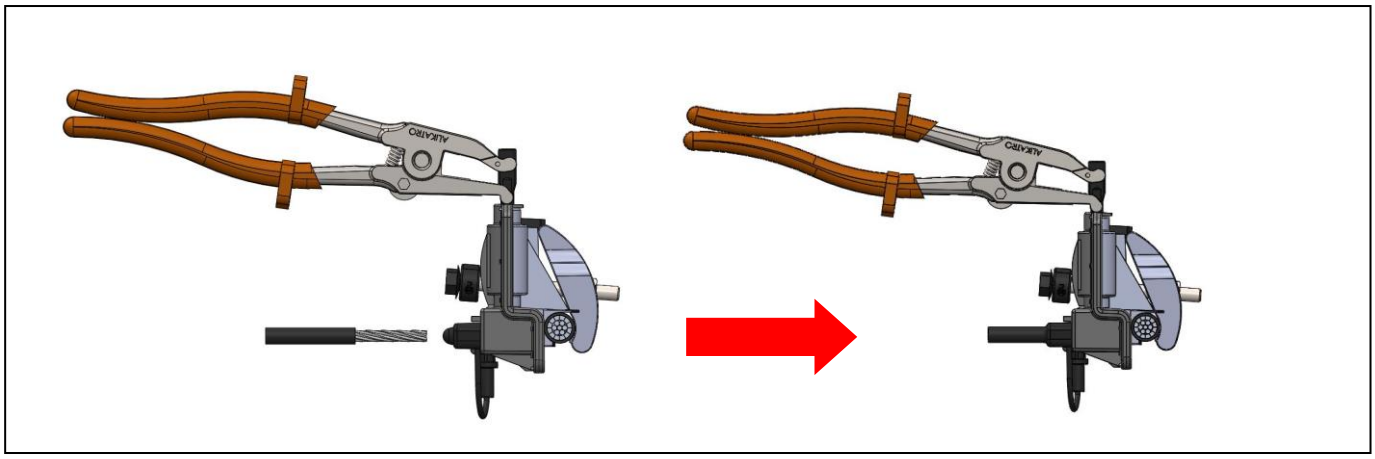

Figura 9
Passo 4: Segurando o condutor com uma das mãos, com o ALIKATRO force o êmbolo para abrir passagem para o cabo. Em seguida empurre o condutor pela janela até o fundo rompendo a membrana, garantindo que o condutor sem a isolação esteja protegido dentro do alojamento conforme exemplificado na figura 9.